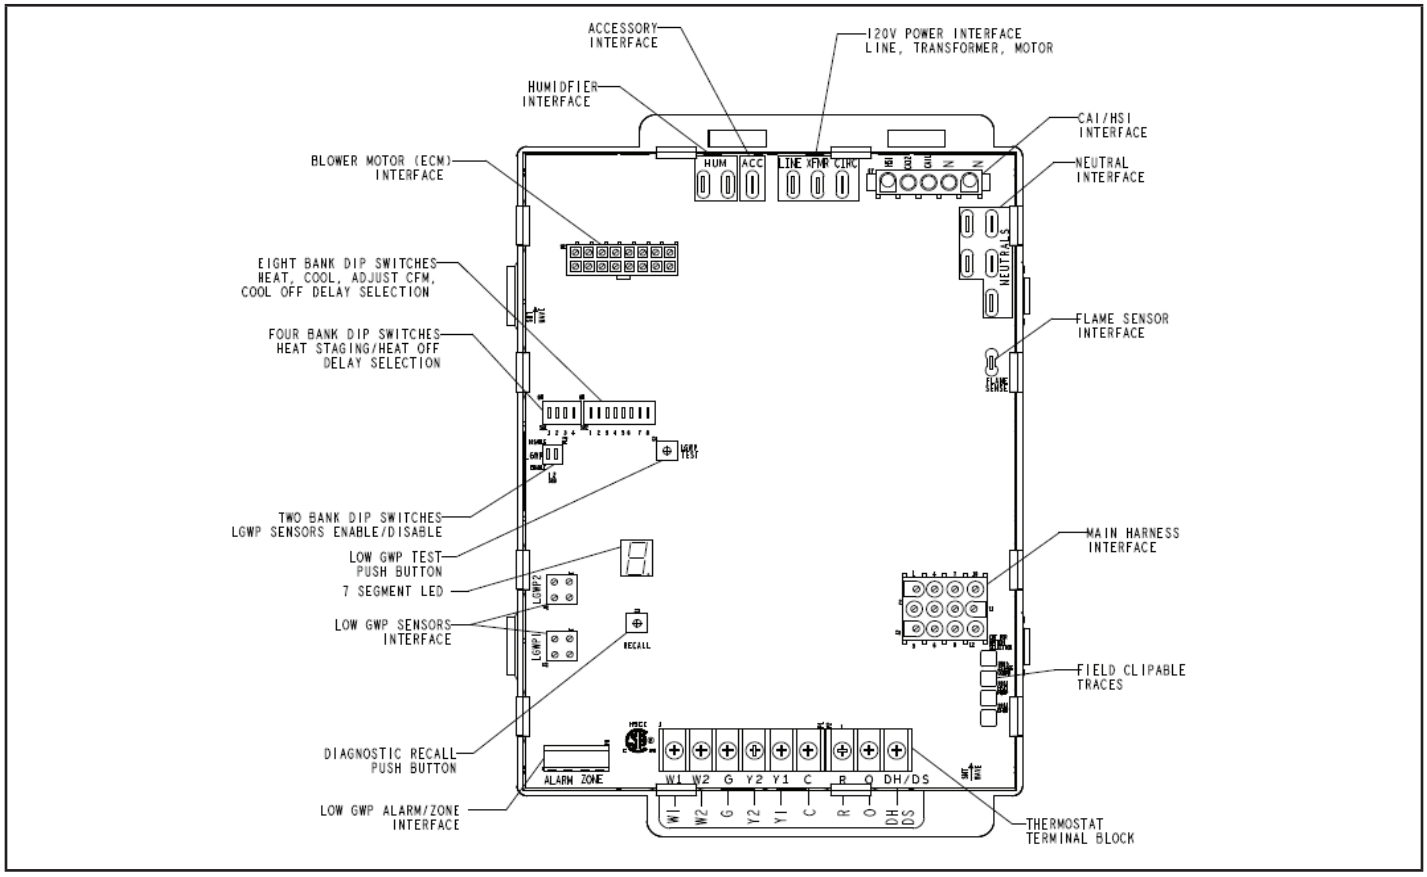

**FIGURE 60**
**Diagnostic LED (FIGURE 60)**
**Diagnostic Push Button (FIGURE 60)**